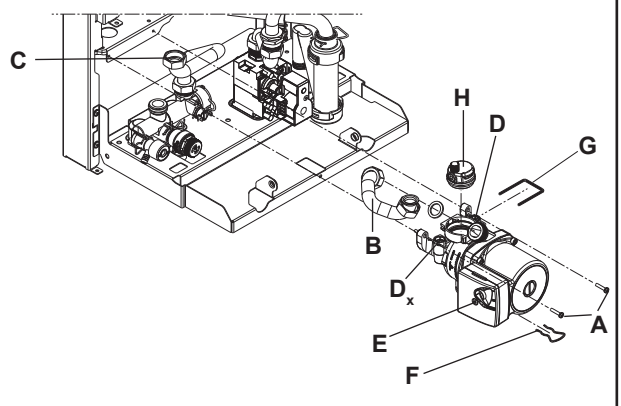

Fig. 26
6.5 PUMP ASSEMBLY (fig. 26)
6.7 LOWER AUTOMATIC AIR RELEASE VALVE (fig. 26)